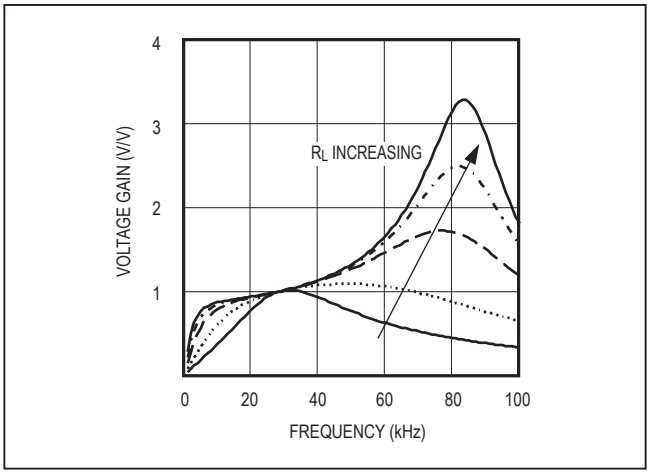

Figure 8. Frequency Response of the Resonant Tank
Figure 8 shows the frequency response of the resonant tank's voltage gain under different load conditions. The primary series capacitor is 1µF, the secondary parallel capacitor is 15pF, the transformer turns ratio is 1:78, and the secondary leakage inductance is 260mH. Notice that there are two peaks, f_S and f_P, in the frequenc response. The first peak, f_S, is the series resonant peak determined by the secondary leakage inductance (L) and the series capacitor reflected to the secondary (C'_S):